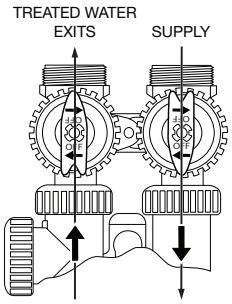

Figure 3: Normal Operation
- **Normal Operation Position:** The inlet and outlet handles point in the direction of water flow, indicated by the engraved arrows on the control valve. Water flows through the control valve during normal operation and this position also allows the control valve to isolate the media bed during the regeneration cycle (Refer to Figure 3).
(Refer to Figure 3: NORMAL OPERATION).